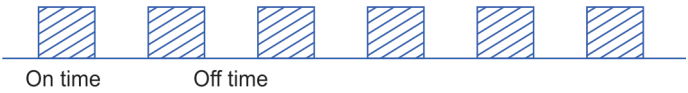

Fig. 4: Hyperpulse energy.
*This is new modulation of energy to overcome all disadvantages of traditional energy (**Fig. 4**).*